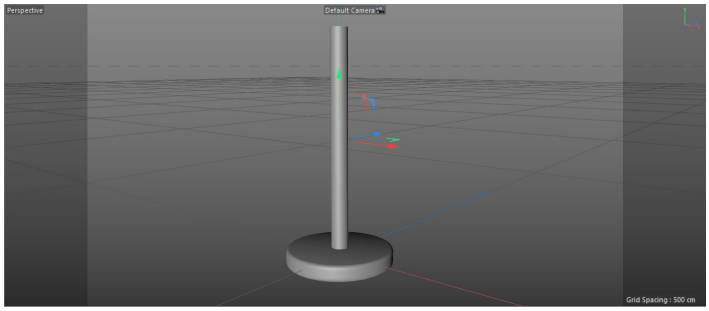

Figure 3-3 *The body moved on the top of base*
4. In the Attribute Manager, choose the **Coord** button. Next, enter **108.682** in the **P . Y** spinner; *body* is moved on the top of *base,* refer to Figure 3-3.